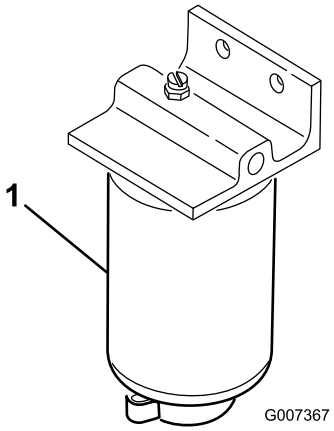

Rysunek 38
1. Pod filtr paliwa podstaw czysty pojemnik (Rysunek 38).
2. Wyczyść obszar w miejscu zamontowania filtra (Rysunek 38).